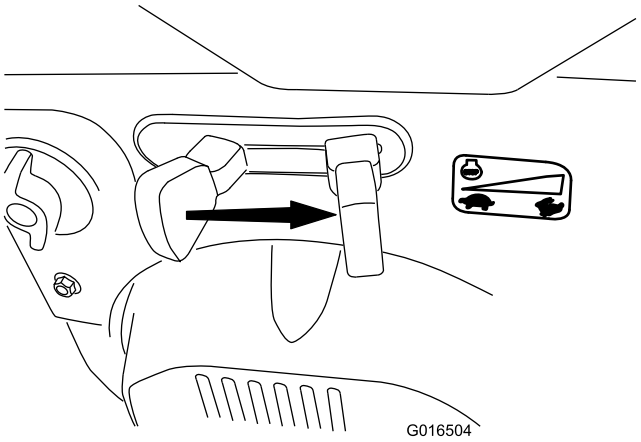

Figura 29
6. Mettete l'acceleratore in posizione Fast (Figura 29).